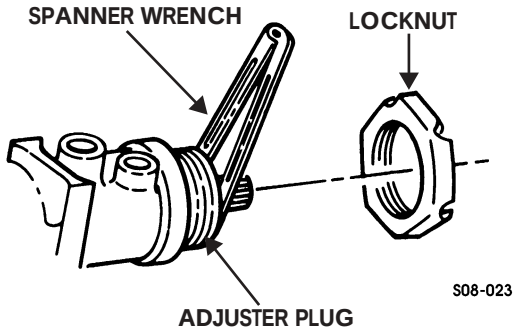

Figure 8-58: Adjuster Plug Into Gear Housing
1. For worm shaft bearing preload adjustment, remove locknut (Figure 8-58).
6. Install locknut on adjuster plug (Figure 8-58).